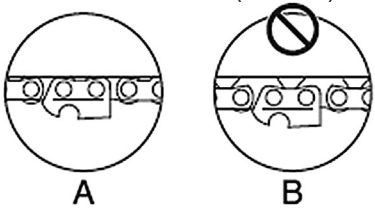

Рис. 5 Положение цепи на нижней части шины
2. Вращайте винт шестерни натяжения цепи по часовой стрелке до тех пор, пока цепь не будет плотно прилегать к нижней части шины (Рис. 5А).